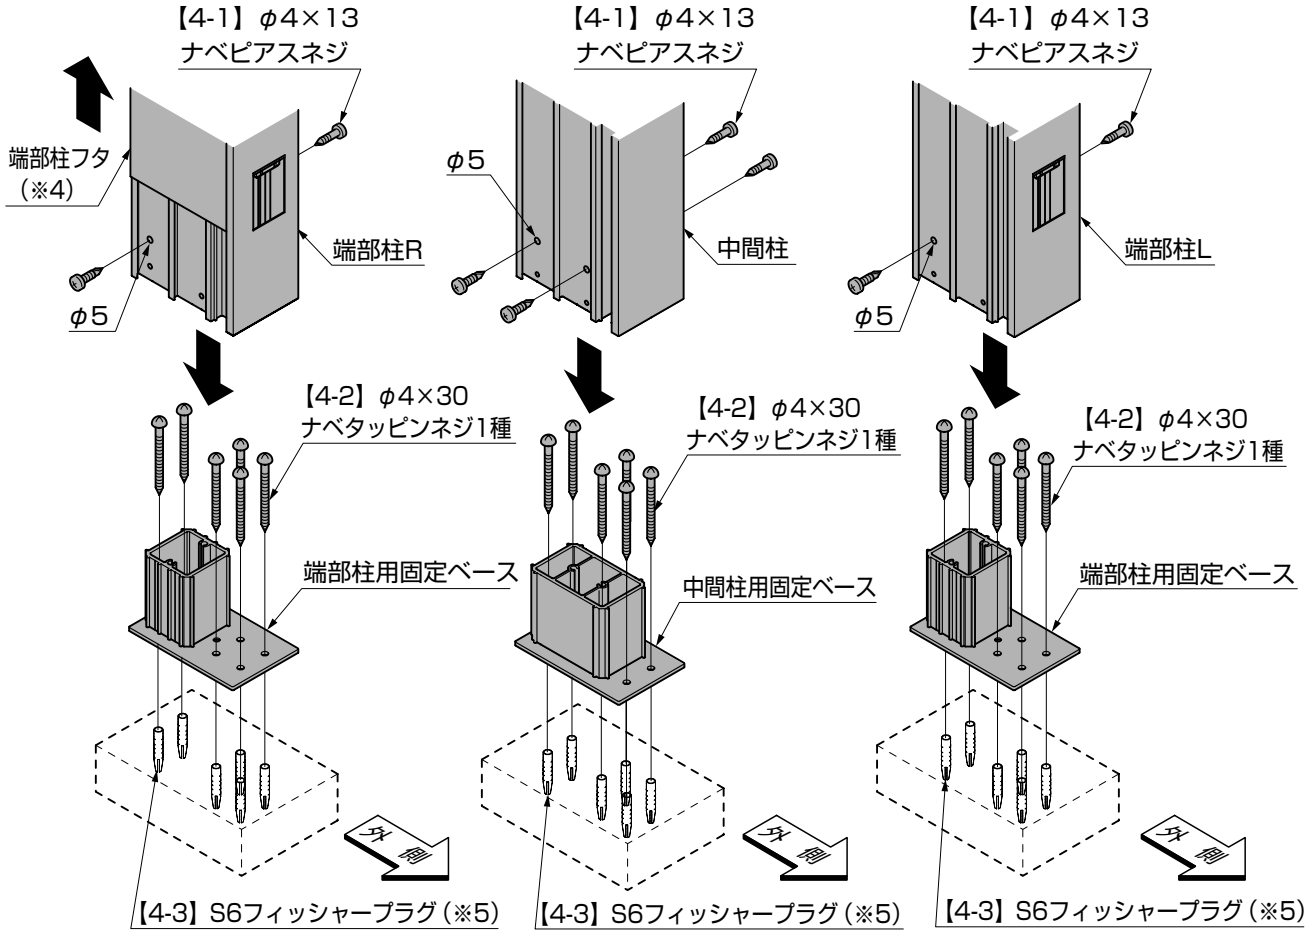

図6-1　図6-2　図6-3
③【4-3】を固定してから柱用固定ベースを、【4-2】で取付けてください。(図6-1、図6-2、図6-3参照)
④端部柱、中間柱を端部柱用固定ベース、中間柱用固定ベースに、【4-1】で取付けてください。(図6-1、図6-2、図6-3参照)